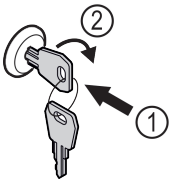

*Fig. 182*
▶ Introduceți cheia prin apăsare. *Fig. 182 (1)*
▶ Rotiți cheia cu 90° în sensul acelor de ceasornic. *Fig. 182 (2)*